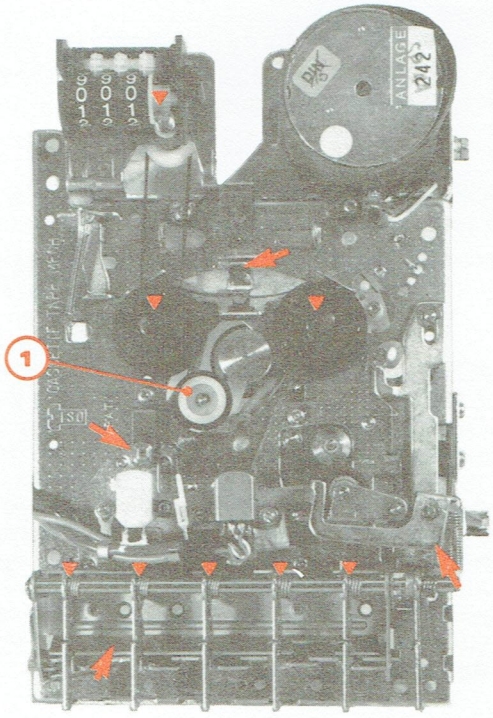

Fig. 39
— Changer le galet de retour rapide (1) (Fig. 39).
Lors du montage de la platine magnétophone, toutes les surfaces de guidage ont été convenablement lubrifiées. Si toutefois il s'avère nécessaire de regraisser certains points, il convient de le faire avec modération et en évitant de lubrifier les surfaces de friction telles que poulies ou courroies. Les fig. 39 et 40 rappellent les points de graissage.